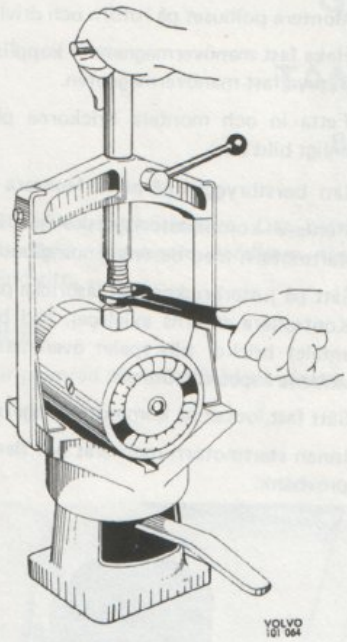

Bild 99. Uppspänningsbock för demontering av fältlindningar
3. Lägg därefter in polhuset i den på bild 99 visade uppspänningsbocken (Bosch EFAW 9) eller motsvarande och lossa polskruvarna.